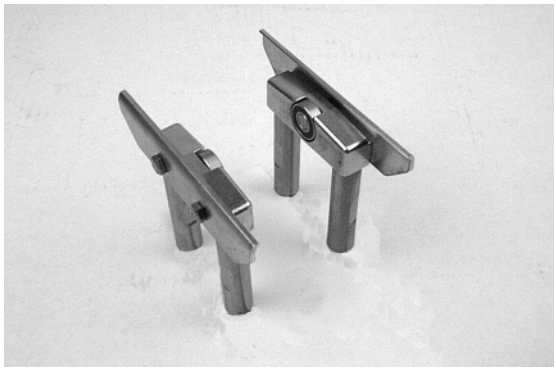

Abbildung 8
1. Typische Bauteile (Abbildung 8)